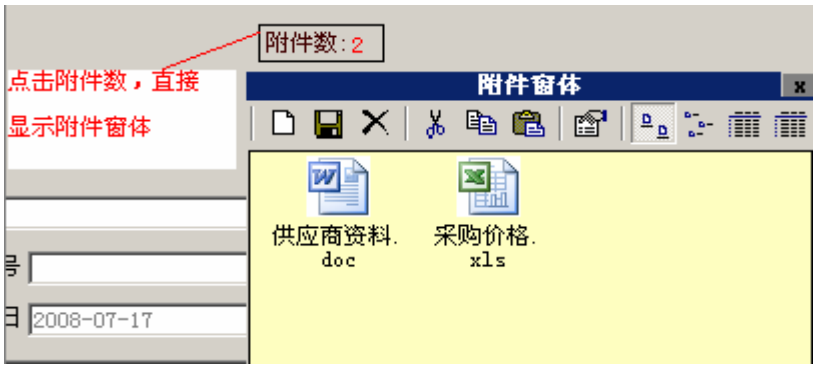

图 3-1-01-02 附件窗体
注：采购入库单旁边有一个单据附件 附件数:* ，这个功能主要便于使用者方便存放相关采购方面的资料，如图 3-1-01-02
4、窗体设计器说明：点击菜单栏上窗口按纽，如图 3-1-01-03